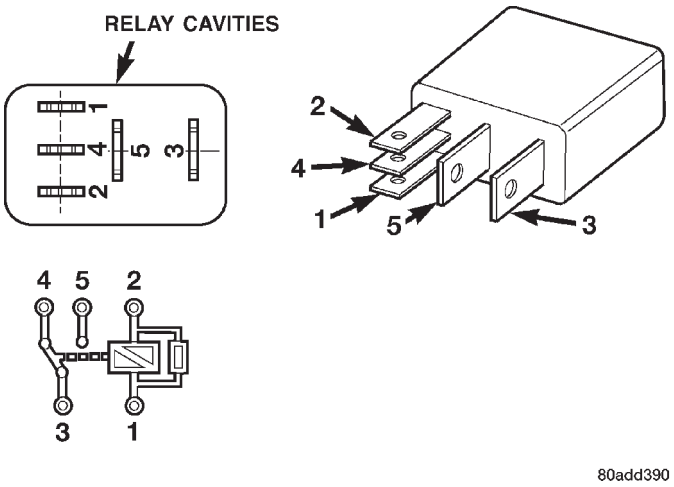

Fig. 15 FUEL PUMP RELAY - TYPE 3
(16) If equipped with **type–3 relay** (Fig. 15), attach test leads from LCS adapter into PDC relay cavities number 3 and 5. For location of these cavities, refer to numbers stamped to bottom of relay (Fig. 15).
(17) When LCS adapter test leads are attached into relay cavities, fuel pump **will be activated.** Determine fuel pump amperage on DRB screen. Amperage should be below 10.0 amps. If amperage is below 10.0 amps, and specifications for the Fuel Pump Pressure, Fuel Pump Capacity and Fuel Pressure Leak Down tests were met, the fuel pump module is OK.
(18) If amperage is more than 10.0 amps, replace fuel pump module assembly. The electric fuel pump is not serviced separately.
(19) Disconnect test leads from relay cavities immediately after testing.